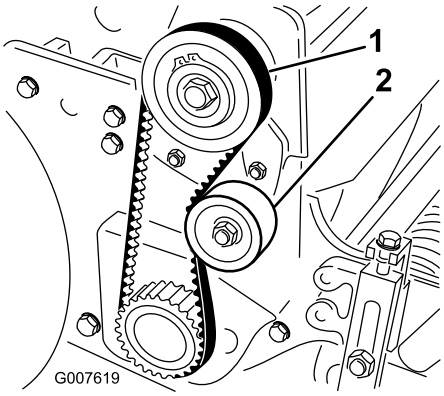

**Figur 39**
2. Kontroller hvor stram remmen er ved å presse på mellomspennet (Figur 39) med en kraft på 18–22 N. Remmen skal gi etter 6 mm.
A. Løsne monteringsmutteren på lederullen, og vri lederullen med klokken mot baksiden av remmen helt til du oppnår ønsket spenning (Figur 39).